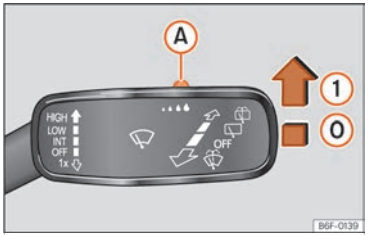

Fig. 84 Windscreen wipers lever: adjust the rain sensor (A).
Push the lever to the desired position ››› Fig. 84.
When the ignition is switched off and then back on, the rain sensor stays on and starts operating again when the windscreen wipers are in position ››› Fig. 84 (1) and the vehicle is travelling at more than 16 km/h (10 mph).